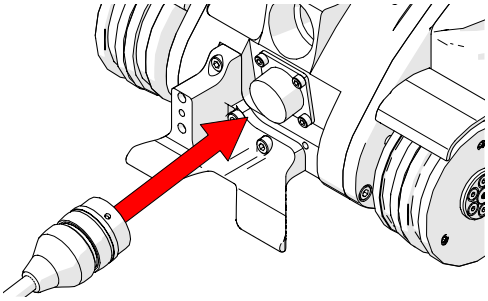

Fig. 82 - Connect to umbilical
1. Align the pins of the umbilical to the connector at the rear of the SKOOT HT *(Fig. 82)*.